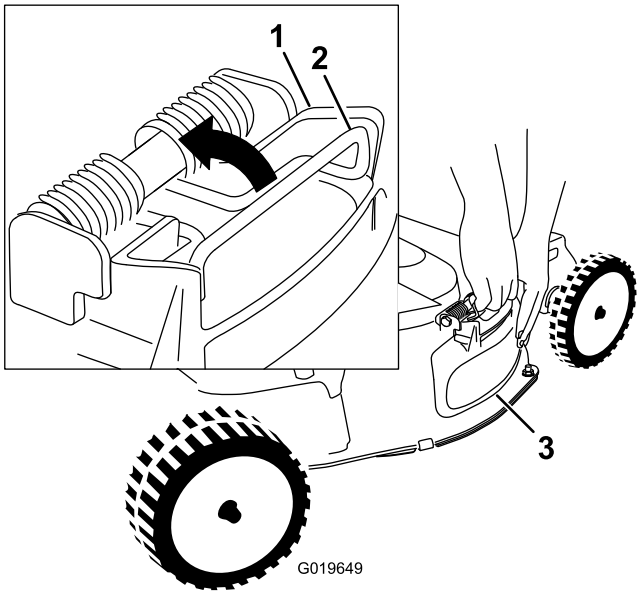

Рисунок 20
4. Снимите боковой отражатель выброса, потянув вверх за пружину, удерживающую отражатель на месте, и сняв отражатель (Рисунок 20).